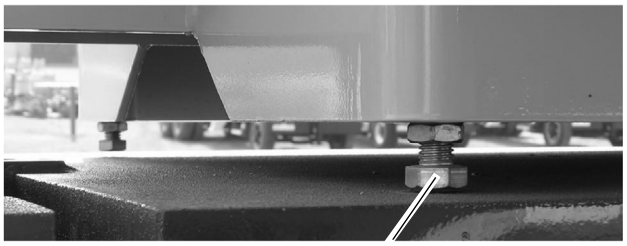

FIGURA 5-13
8. Ajuste los cuatro pernos niveladores del contrapeso Figura 5-13 para eliminar todo movimiento relativo entre el contrapeso y la plataforma de giro.